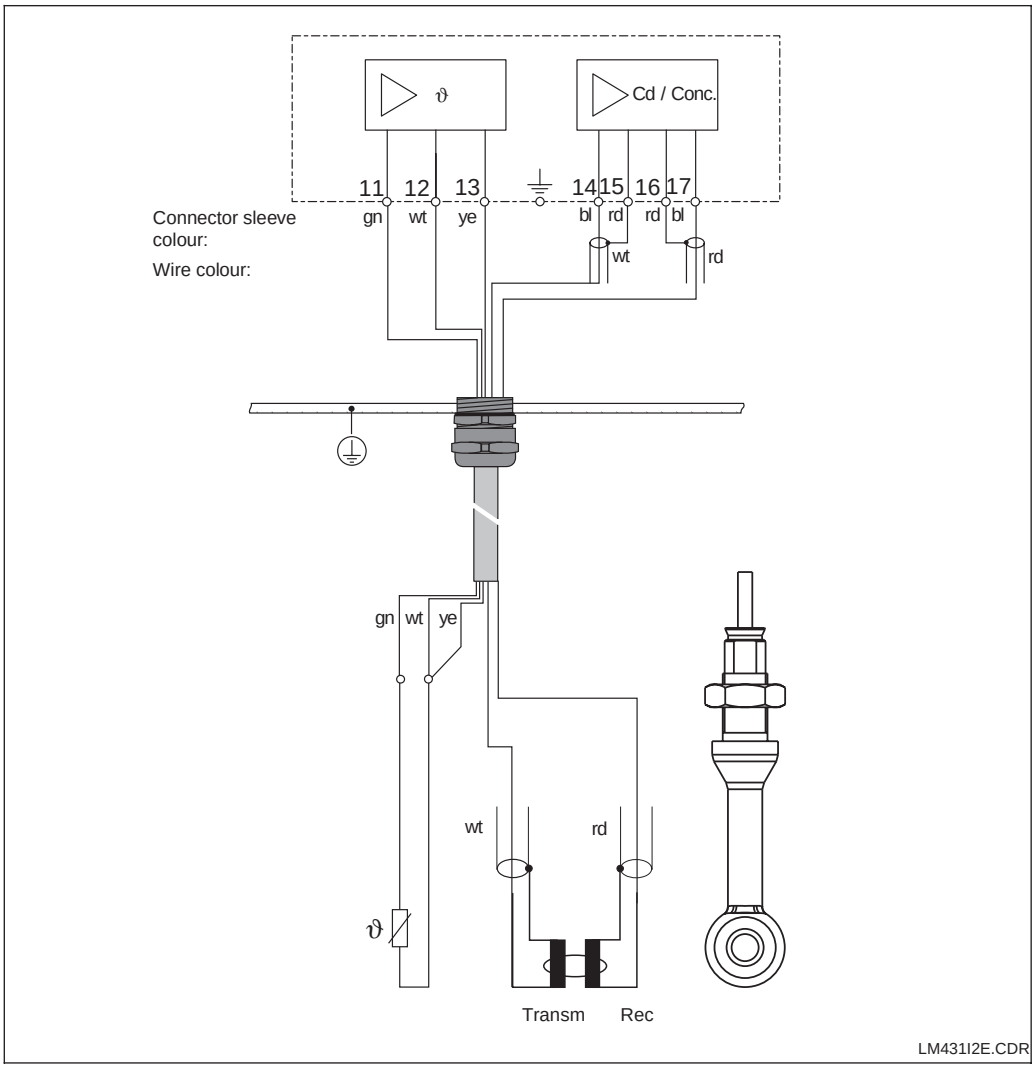

Fig. 3.15 Connection of measuring cell CLS 50 with permananently attached cable
③ Connect the instrument cable end according to the terminal assignment diagram in fig. 3.15.